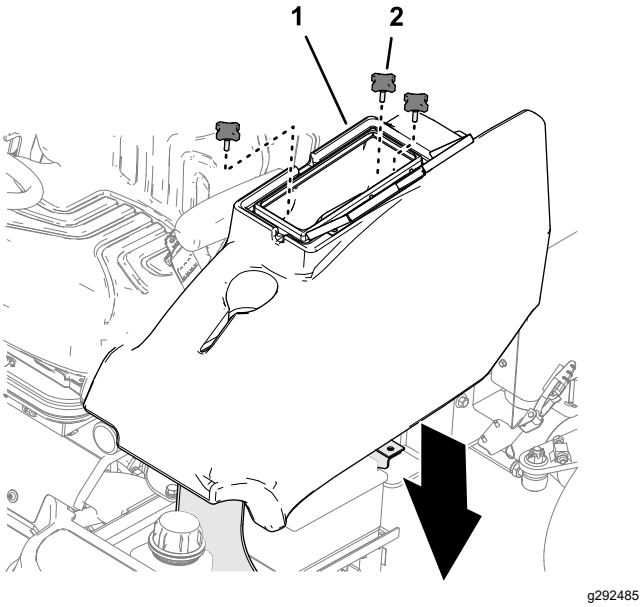

Рисунок 54
2. Установите отделение для хранения на машину и закрепите при помощи 3 ручек (Рисунок 54).